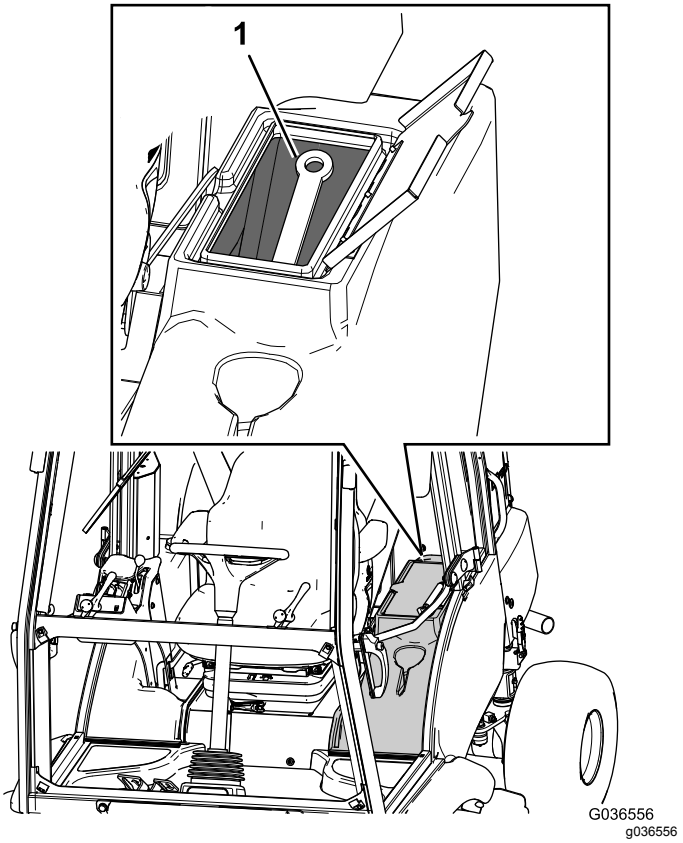

Figura 21
C. Coloque el soporte de seguridad en su lugar de almacenamiento (Figura 21).